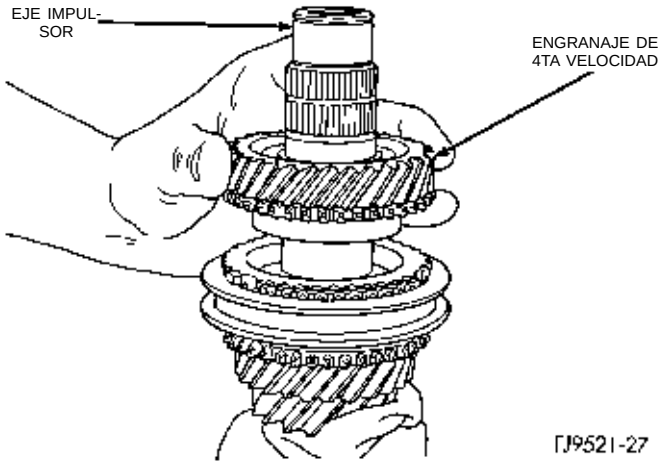

Fig. 85 Desmontaje del engranaje de 4ta velocidad
(7) Retire el engranaje de 4ta velocidad (Fig. 85).